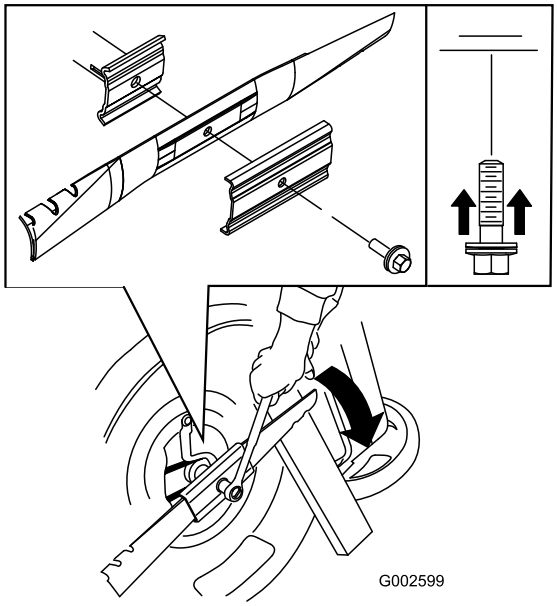

Bild 26
5. Installieren Sie ein neues Messer (drehen Sie die Messerschraube nach rechts) und alle Befestigungen (Bild 26).